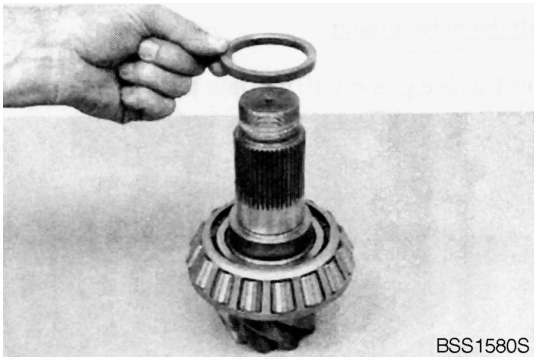
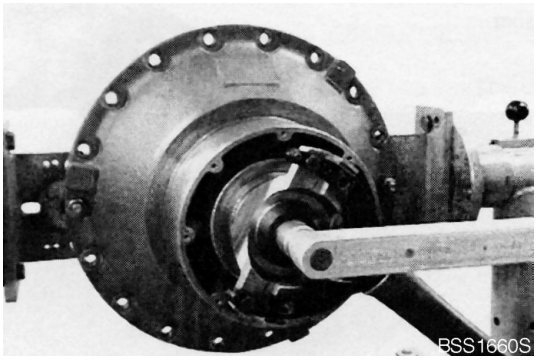

Figure 155
Figure 163
5. Adjust rolling moment of drive pinion bearing 0.15 - 0.31 kg•m (1.11 - 2.21 ft lb) (Figure 155 thru Figure 163).
NOTE: *If required rolling moment is not obtained, correct it with an adequate spacer ring (Figure 155), according to following indications:*